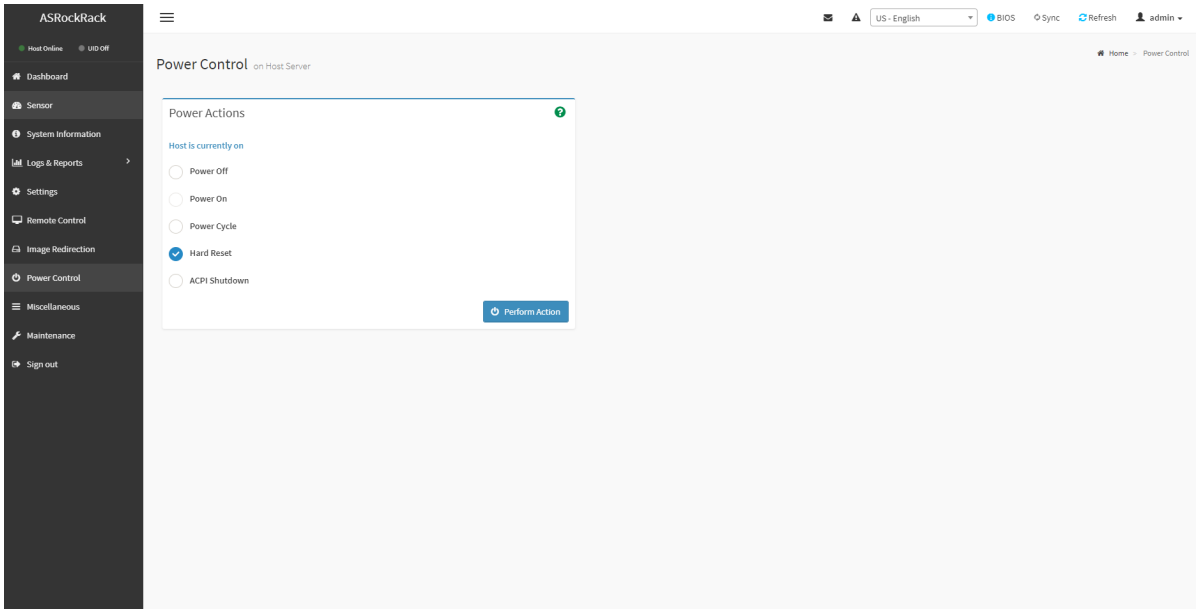

Рис. 121. Окно «Power Control»
5) Пройдите во вкладку «Power Control» в данной вкладке осуществляется управление питанием сервера. Окно показано на рис. 121 Окно «Power Control»